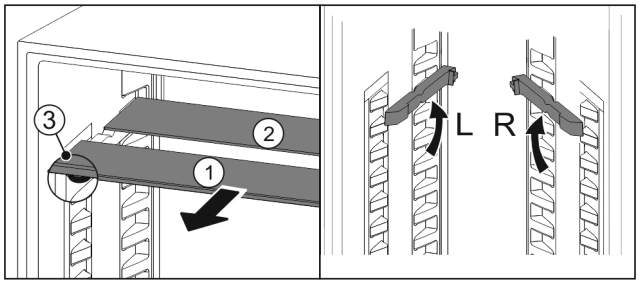

Fig. 159
▶ 将玻璃隔板逐个向前拉出 *Fig. 159 (1)*。
▷ 带装饰条的玻璃隔板 *Fig. 159 (1)*在前。
▷ 阻挡装置 *Fig. 159 (3)*指向下方。